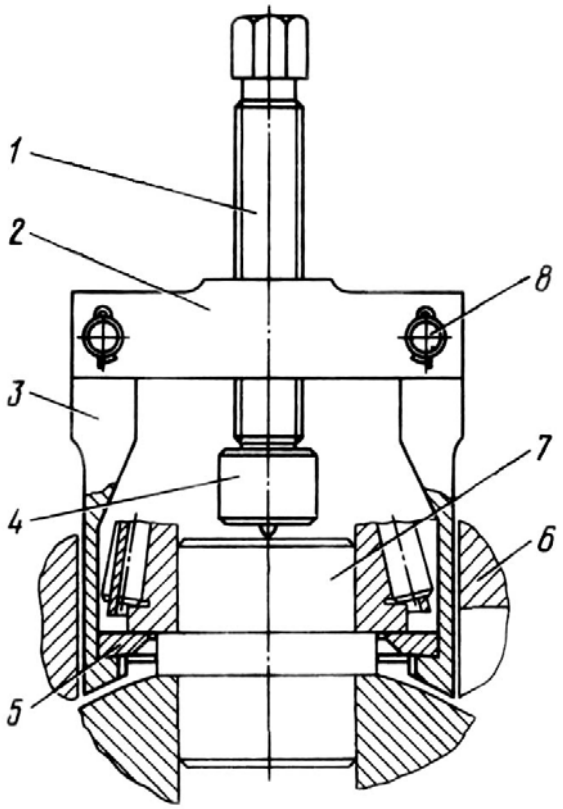

Рис.46. Спрессовка подшипников со шкворней шаровой опоры:
18. Спрессуйте с помощью съемника внутренние обоймы подшипников 19 со шкворня 7 (рис.46) шаровой опоры, для чего сделайте следующее:
- установите кольцо 5 под подшипник при поднятом вверх корпусе поворотного кулака 6 и уприте кольцо в торец внутренней обоймы подшипника, как показано на рис.46;